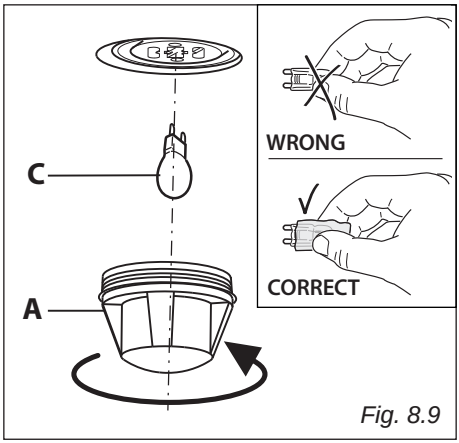

Fig. 8.9
- Remove the protective cover "**A**" (fig. 8.9).